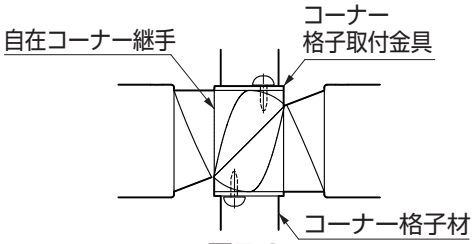

図5-2
- ●【7-2】のネジ止めは、コーナー格子取付金具の長孔の両端部で上下違えて固定してください。（図5-2参照）